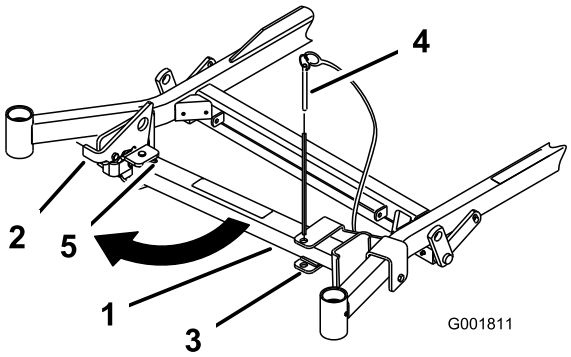
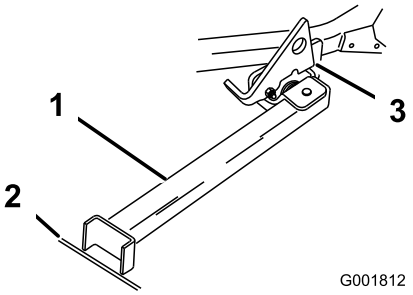

Figuur 33
Figuur 34
2. Verwijder de pen van de beugel (Figuur 33).
3. Zet de vergrendeling omhoog. Draai het voetstuk van de Z Stand aan de voorkant naar buiten en schuif de Z Stand in de richting van de machine in de onderkant van de sleuf (Figuur 33 en Figuur 34).
6. Plaats het voetstuk op de grond en laat de vergrendeling op de draailip rusten (Figuur 34).
Opmerking: Om de beste resultaten te verkrijgen, moet u het voetstuk in spleten in een voetpad of een gazon plaatsen (Figuur 34).
8. Rij de machine de Z Stand op. Stop de machine als de vergrendeling boven de lip in de vergrendelde stand valt (Figuur 34). Als de machine op de Z Stand staat, stelt u de parkeerrem in werking en zet u de motor af.
7. Zet de Z Stand terug in de ruststand (Figuur 33).